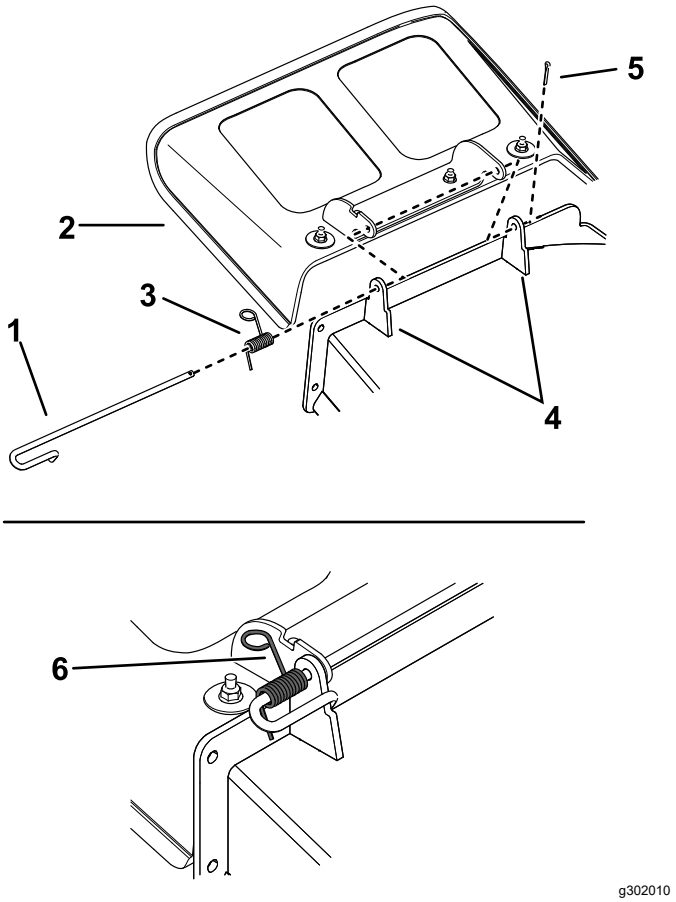

Figura 77
1. Îndepărtai cuiul spintecat din capătul tijei (Figura 77).
2. Decuplai arcul din canelura suportului pentru deflector i glisai tija în afara suporturilor sudate pentru punte, în afara arcului i a deflectorului de evacuare (Figura 77).
9. Montai cuiul spintecat în capătul tijei (Figura 77).